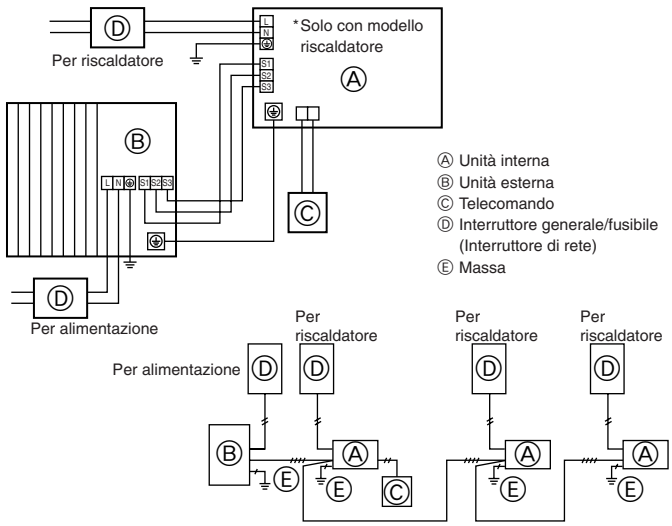
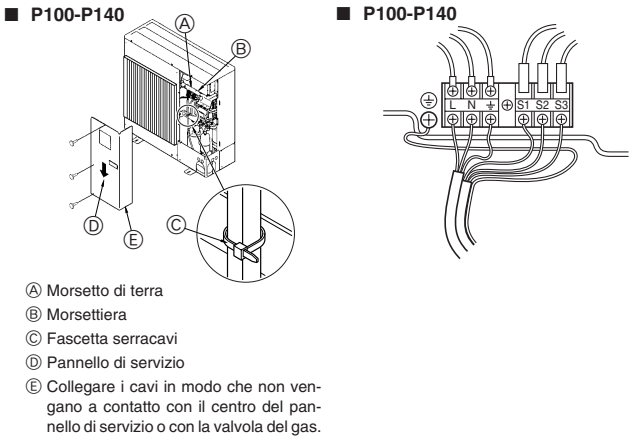

Fig. 6-1
Fig. 6-2
6.1. Unità esterna (Fig. 6-1, Fig. 6-2)
① Rimuovere il pannello di servizio.
② Posizionare i cavi secondo la Fig. 6-1 e la Fig. 6-2.